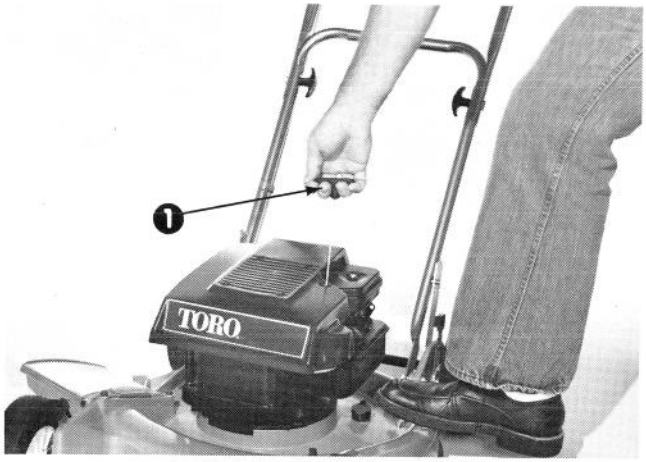

Figure 13
3. Place foot on step at left side of mower housing and keep other foot from beneath the housing. Pull fingertip starter up until positive engagement results (Fig. 13); then pull vigorously to start the engine.